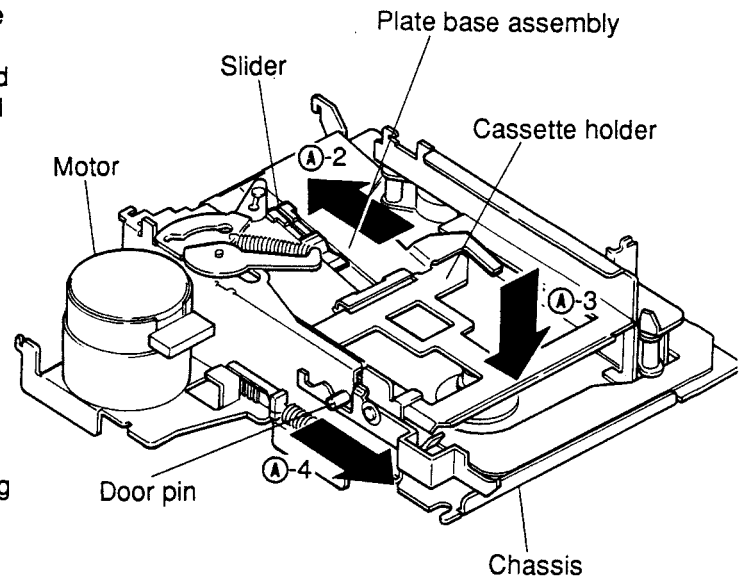

Figure 2
(5) When remounting the bottom cover, first turn the front of the mechanism up as shown in Figure 2.
(6) Slide the slider in the direction Ⓐ-2 as shown in Figure 2.
(7) Push down the cassette holder in the direction Ⓐ-3 as shown in Figure 2.
(8) Pull the door pin in the direction Ⓐ-4 so that the mechanism is locked in as shown in Figure 2.